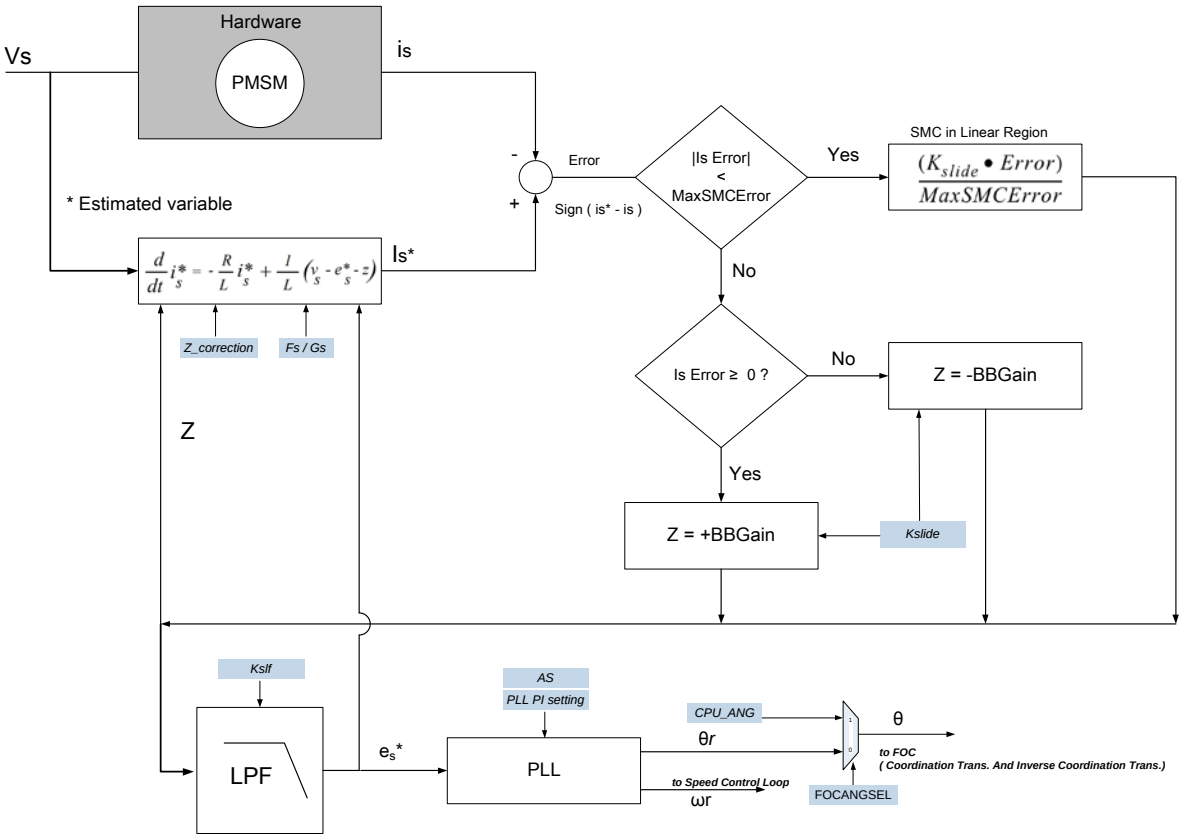

Figure 25.5.1 : SMO Rotor Position Estimation Block Architecture
The digitized model provides a software representation of the hardware. However, in order to match the measured current and estimated current, the digitized motor model needs to be corrected using the closed loop, as shown in Figure 25.5.1.
The sliding-mode controller has a limit value MaxSMCError. When the error value is lesser than the MaxSMCError, the output of sliding-mode controller works in the linear range as given by the equation beneath the PMSM block in Figure 25.5.1. K_{slide} parameter can be setting via K_{slide} SRF (see Table25.5.1).
After compensating the digitized model, you have a motor model with the same variable values for the input voltage (V_s) and for current (i_s*). Once the digitized model is compensated, the next step is to estimate BEMF (e_s*) by filtering the correction factor (Z), as shown in Figure 25.5.1. The BEMF estimation (e_s*) is fed back to the model to update the variable e_s* after every control cycle. Values e_α and e_β (vector components of e_s) are used for the estimated Theta calculation.
The θ of FOC (see Figure 25.5.1), is designed with a Multiplexer that select signal is FOCANGSEL (MOTOR_CONT1[3], SFR Address = BFH). When FOCANGSEL= 1, FOC_ANG = CPU_ANG (page4 of FOC_D, Table25.4.3), if FOCANGSEL = 0, FOC_ANG = θr to FOC (see Figure 25.5.1).